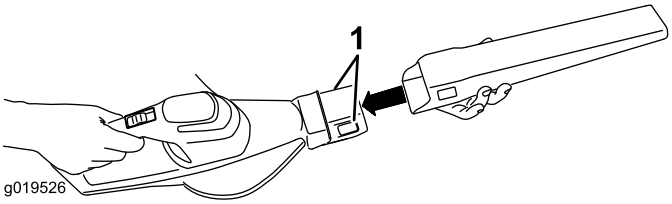

Figure 1
1. Glissez le tube du souffleur sur le balayeur. Vous devrez éventuellement appuyer sur les languettes du tube du souffleur pour le mettre en place correctement (Figure 1).